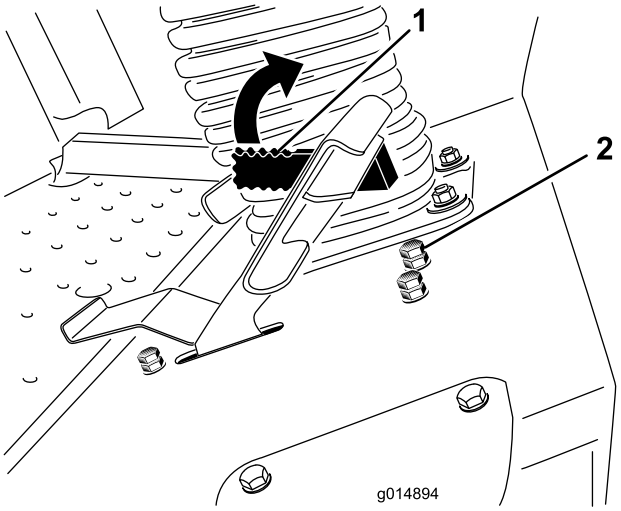

Figura 61
La leva del limitatore della velocità di tosatura (Figura 61) può essere spostata in avanti per limitare la velocità di trazione durante l'utilizzo della macchina.
3. Allentate il controdado sul bullone di arresto del limitatore della velocità di tosatura (Figura 61).